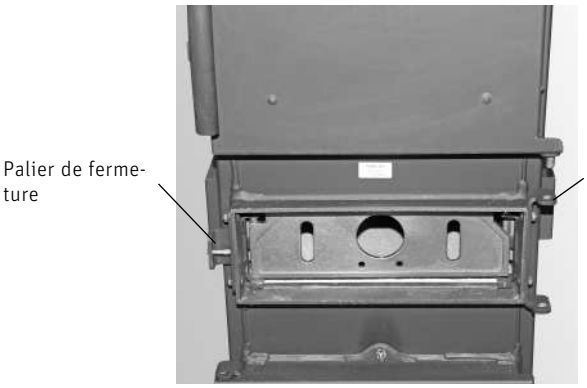
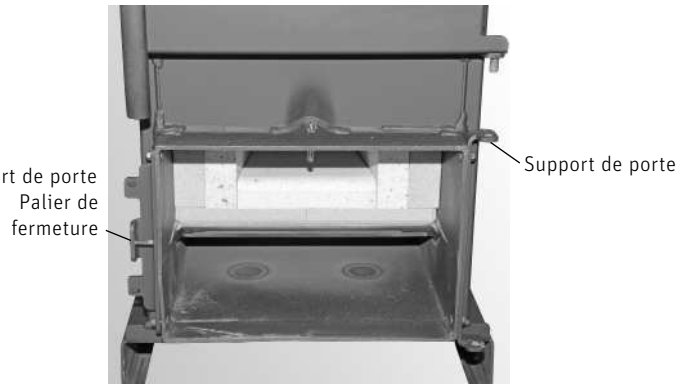

Fig. 31 Porte d‘allumage: intervertir le support de porte et le palier de fermeture
Fig. 32 Porte de cendrier: intervertir le support de porte et le palier de fermeture
- Dévisser le support de porte et le palier de fermeture du corps de la chaudière et les revisser et les intervertissant - Fig. 31, Fig. 32